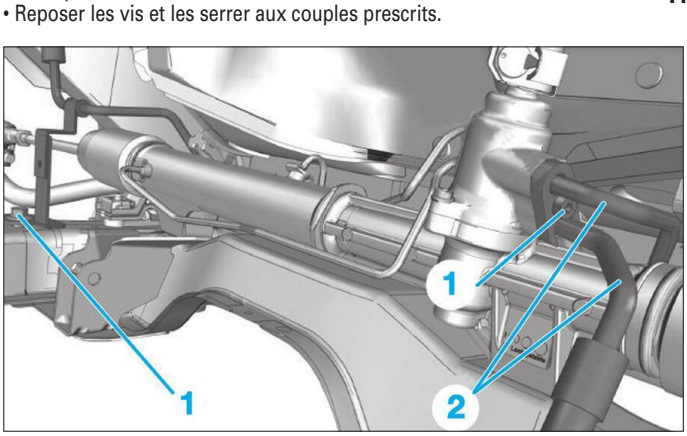

**Fig. 20**
• Déposer les vis de fixation (1) des canalisations de pression de direction assistée **(Fig.20)**.
• Désaccoupler les canalisations (2) de la valve distributive.
• Poser des joints neufs sur les canalisations (2).